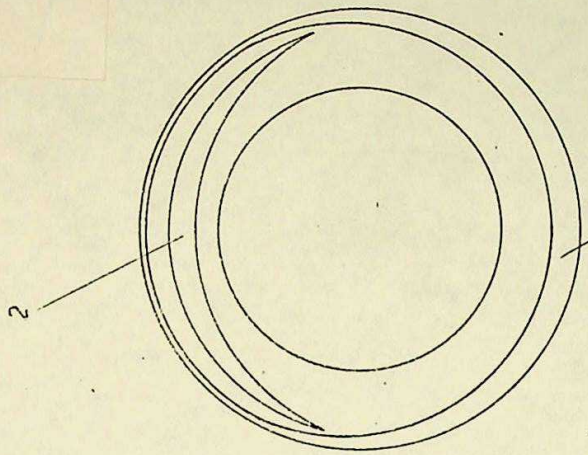
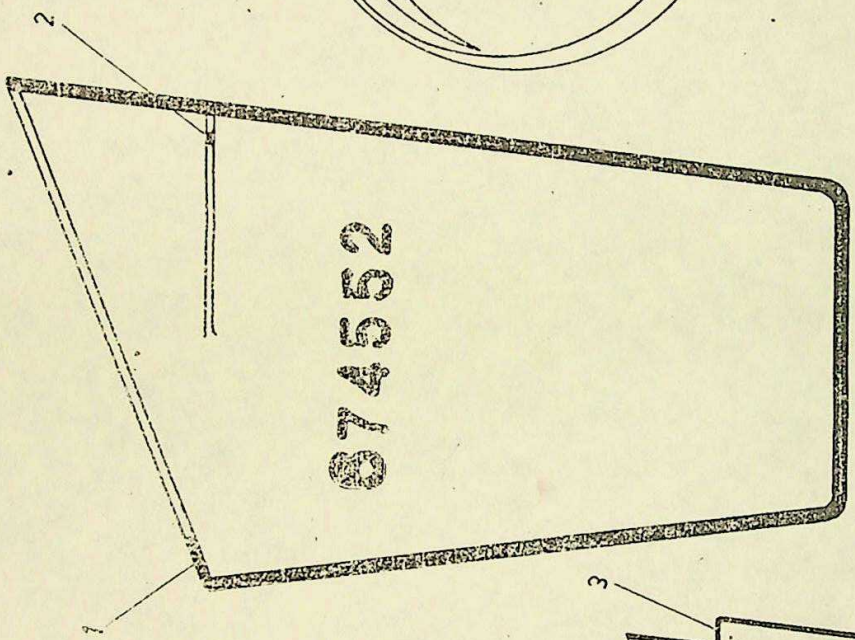
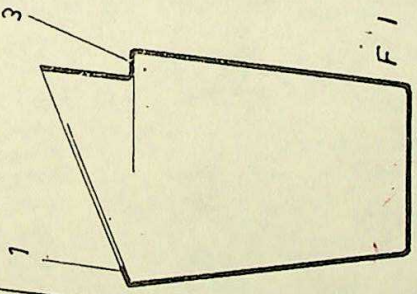
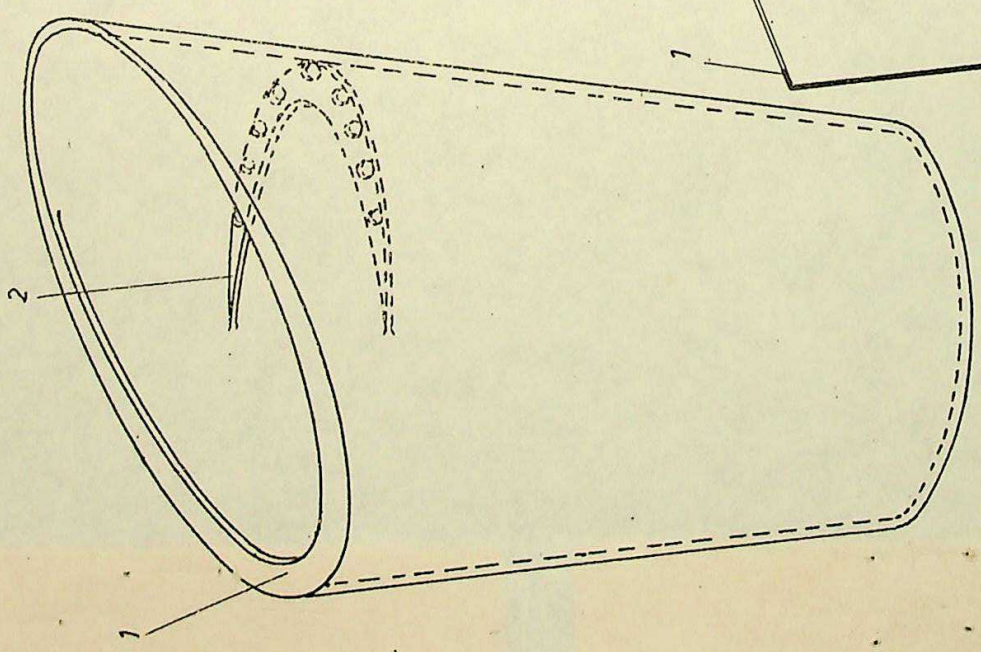

FIG. 3
FIG. 2
FIG. 4
FIG. 1
Le figure, di cui alla allegata tavola disegni, mostrano una realizzazione qualunque del trovato, data a titolo esemplificativo e non limitativo. La fig. 1 mostra il bicchiere visto nel suo profilo con la bocca tagliata inclinata, bordo ripiegato a squadro (1) e parete interna (2), quest'ultima secondo la prima variante. La Fig. 2 è lo stesso bicchiere visto in sezione verticale, la Fig. 3 è la vista dall'alto e la Fig. 4 mostra la seconda variante, vale a dire il bicchiere visto in sezione con la sacca 3.